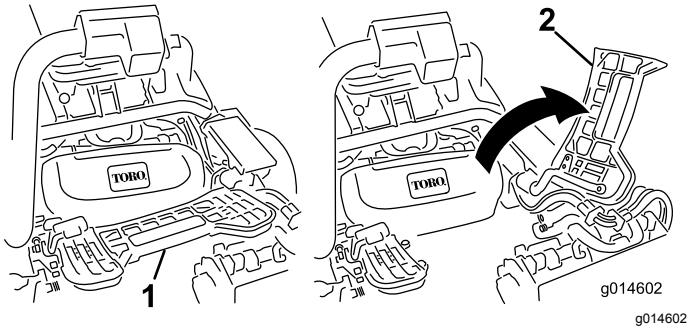

Figur 41
1. Løft opp fothvileren og drei den åpen, slik at man kan komme til midtstillingen til klippeenheten (Figur 41).